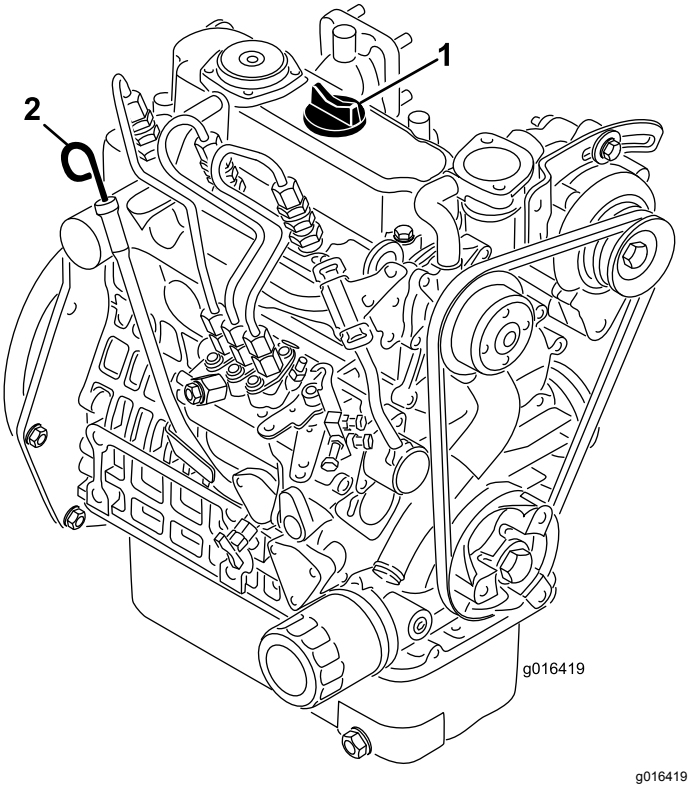

Figur 35
2. Ta ut oljestickan och torka av den med en ren trasa (Figur 35).